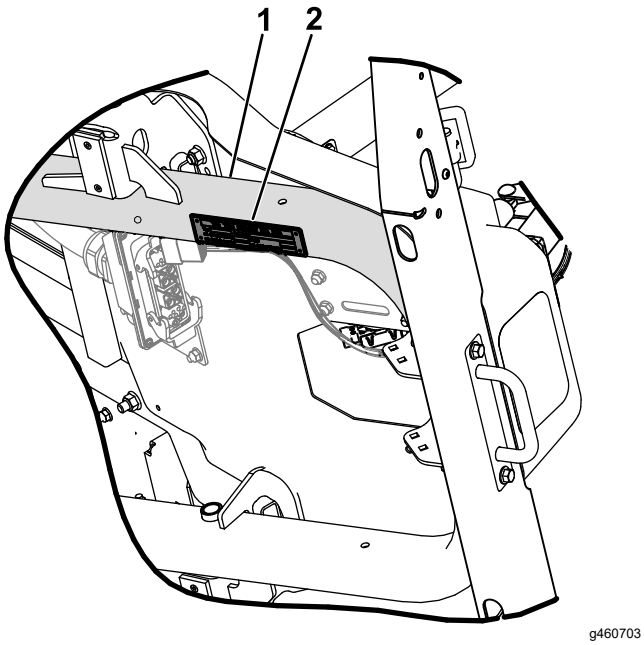

Figur 36
3. Tør stellets bund og serienummerpladen af med en klud fugtet med sprit (Figur 36).